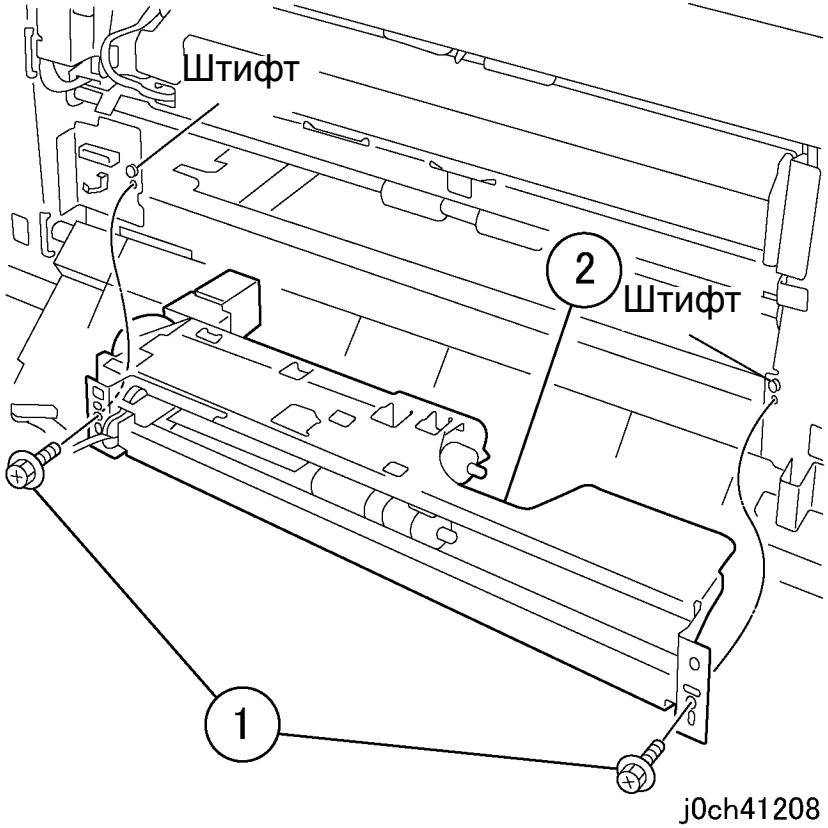

Рисунок 4 Снятие податчика лотка 4 (j0st41208)
7. Снимите податчик лотка 4 (рисунок 4).